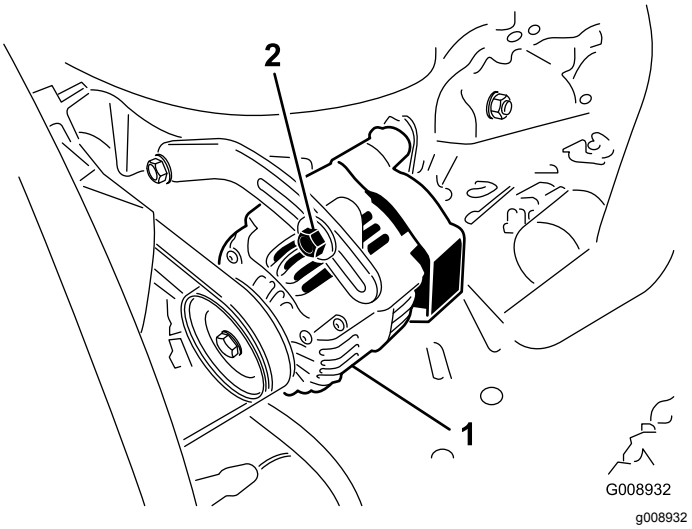

Bild 46
2. Lockern Sie bei einer Durchbiegung von mehr oder weniger als 10 mm die Befestigungsschrauben der Lichtmaschine (Bild 46).